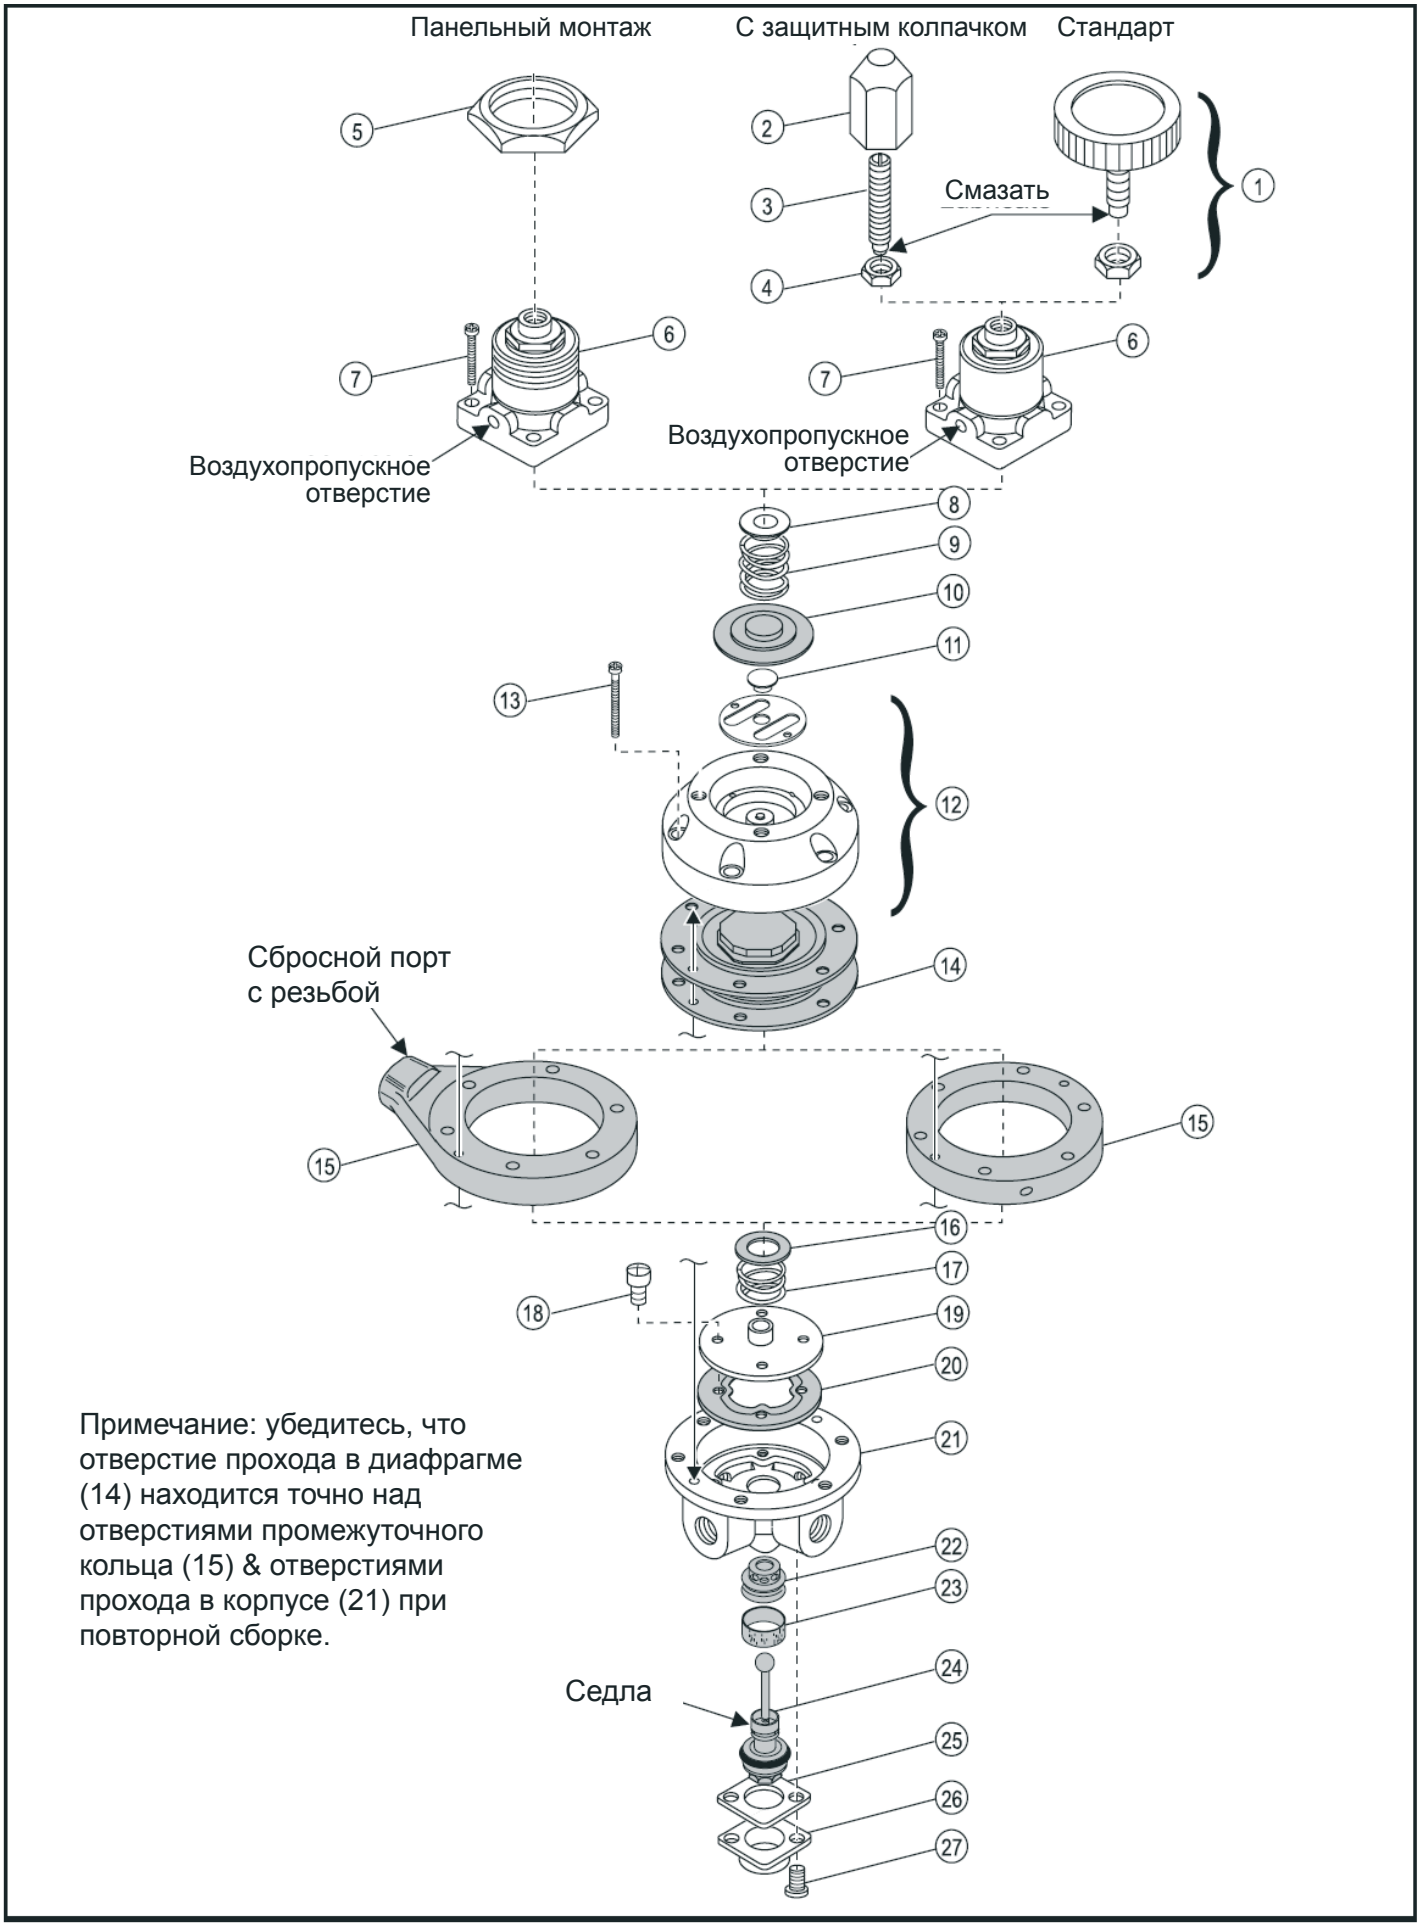

Рис. 4. Подробный чертеж
2. Отвинтите два винта (27) с нижней части блока.
3. Извлеките узел внутреннего клапана (24). Тщательно промойте седло внутреннего клапана.
4. Удалите все частицы, которые могут попасть на резиновое седло (22) на корпусе.
6. Вентиляционное отверстие на крышке должно быть чистым для обеспечения надлежащей работы регулятора. Смажьте регулировочный винт смазкой Molycote “G”. Для большей информации см. Рис. 4. “Детальный чертеж” на стр. 3.